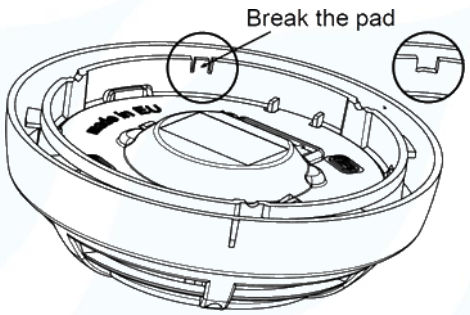

Fig.4
- Break the plastic at the specified location on the bottom of the sounder (Figure 4).